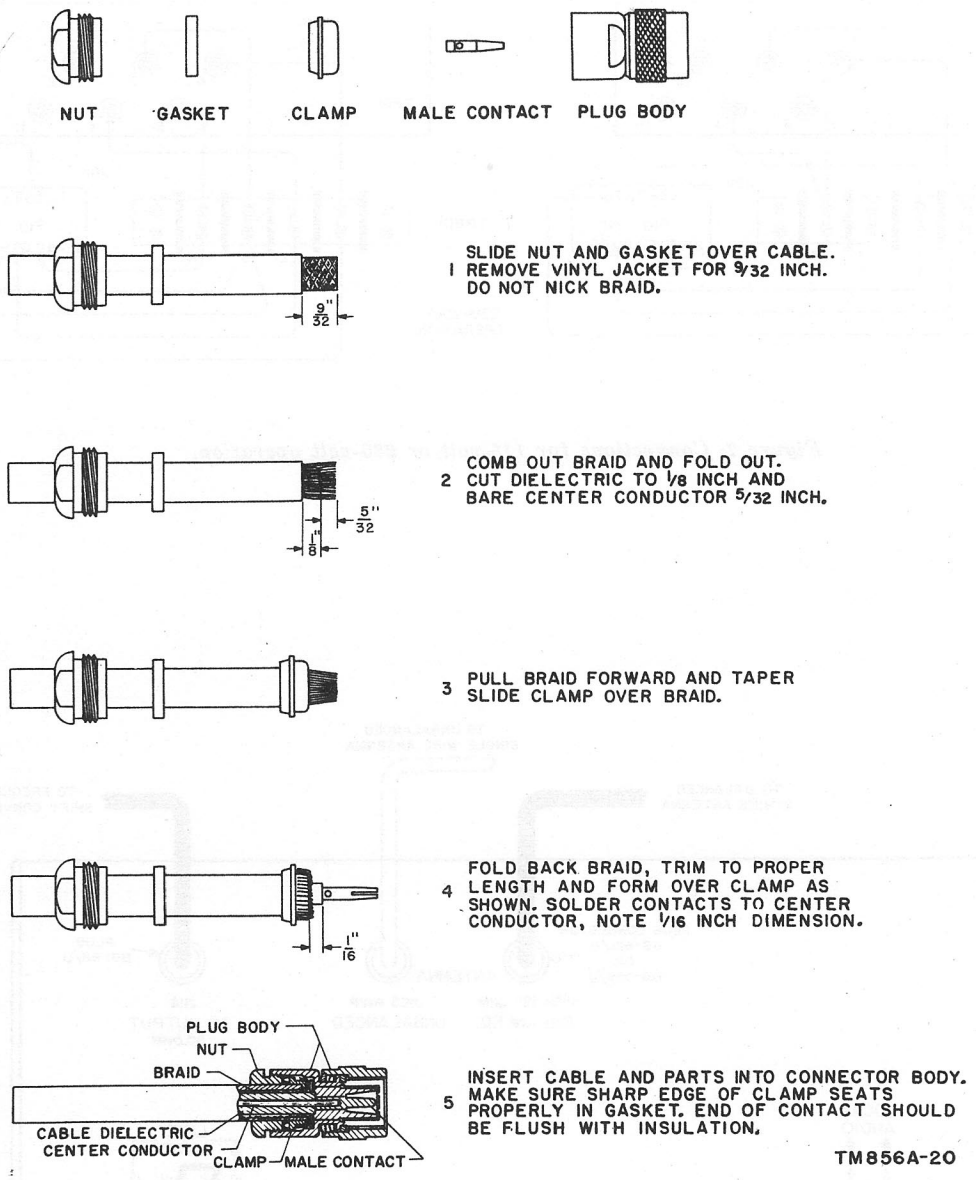
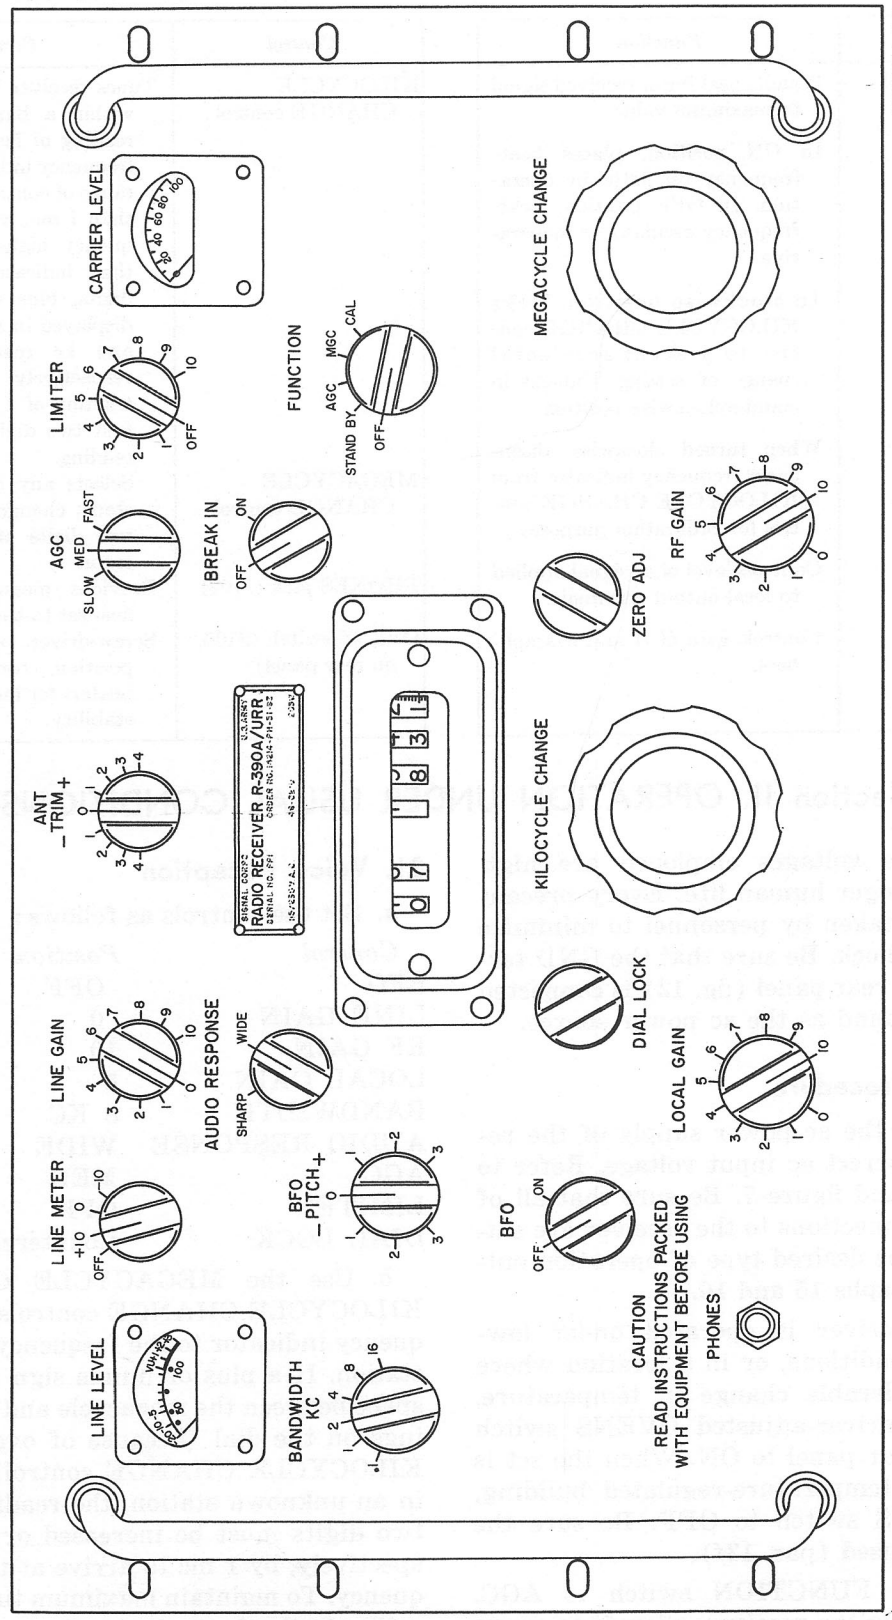
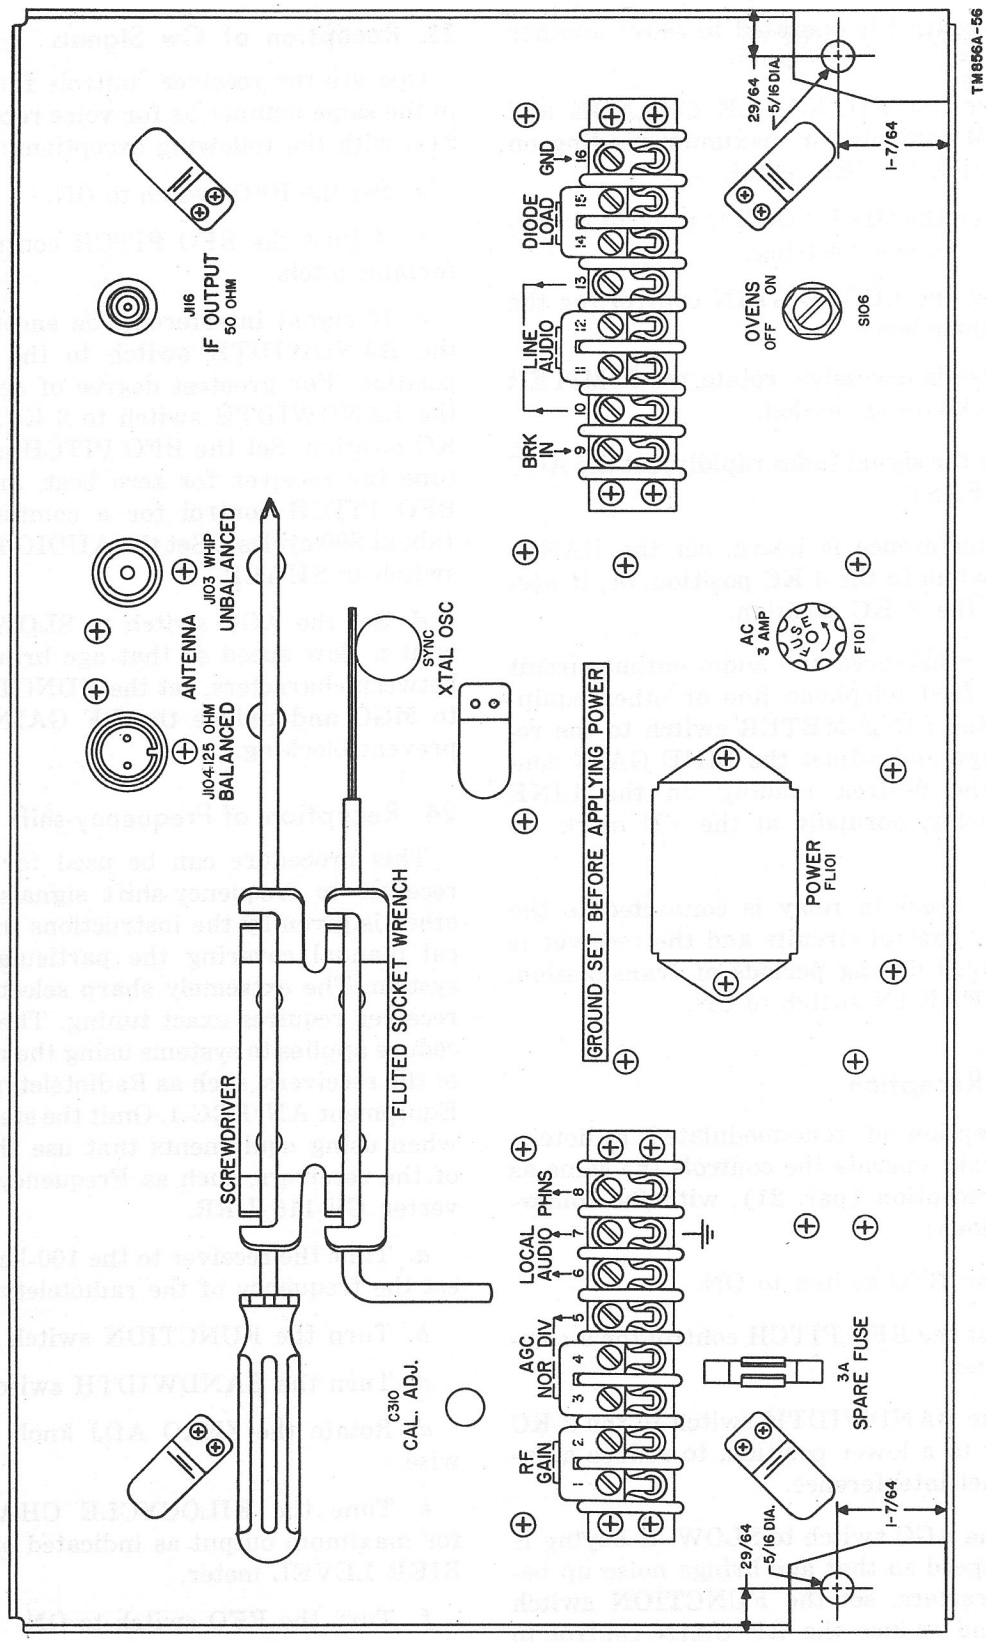

Figure 9. Assembly of Connector Plug UG-573/U to coaxial cable.
Figure 11. Radio Receiver R-390A/URR, front panel.
Figure 12. Radio Receiver R-390A/URR, rear panel.
b. Antenna. Figure 9 shows the method of connecting coaxial connectors to the coaxial cable. The antenna is connected to either the UNBALANCED or the BALANCED ANTENNA connector (fig. 12) as follows:
(*a*) Insert the headset plug into the PHONES jack (fig. 11) or connect the headset between PHNS terminal 8 and ground, terminal 7 (fig. 12).
d. Auxiliary Connections (fig. 12).
(fig. 11 and 12)
Warning: The voltages employed are high enough to endanger human life. Every precaution should be taken by personnel to minimize the danger of shock. Be sure that the GND terminal 16 on the rear panel (fig. 12) is connected to the same ground as the ac power source.